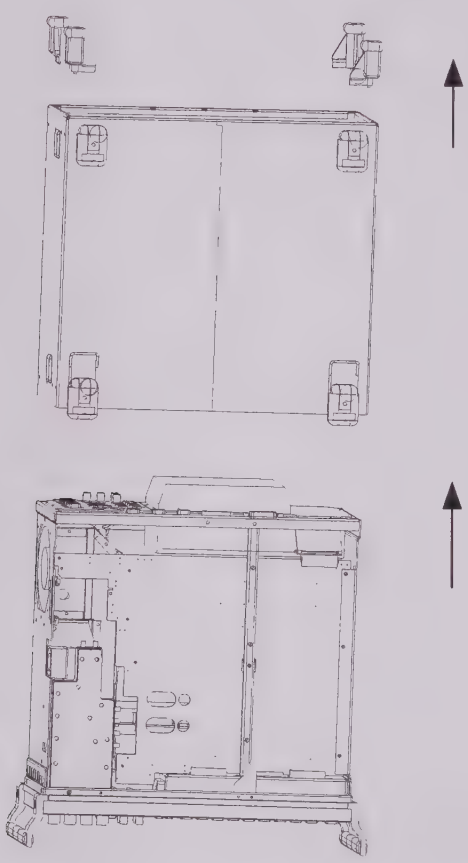

**Fig. 1**
1.3 Place unit on handles at the front, push casing upwards and remove (Fig. 1).
Fit cover and cabinet feet back on in the reverse order to that described under 1.2/1.3 (Fig. 1).